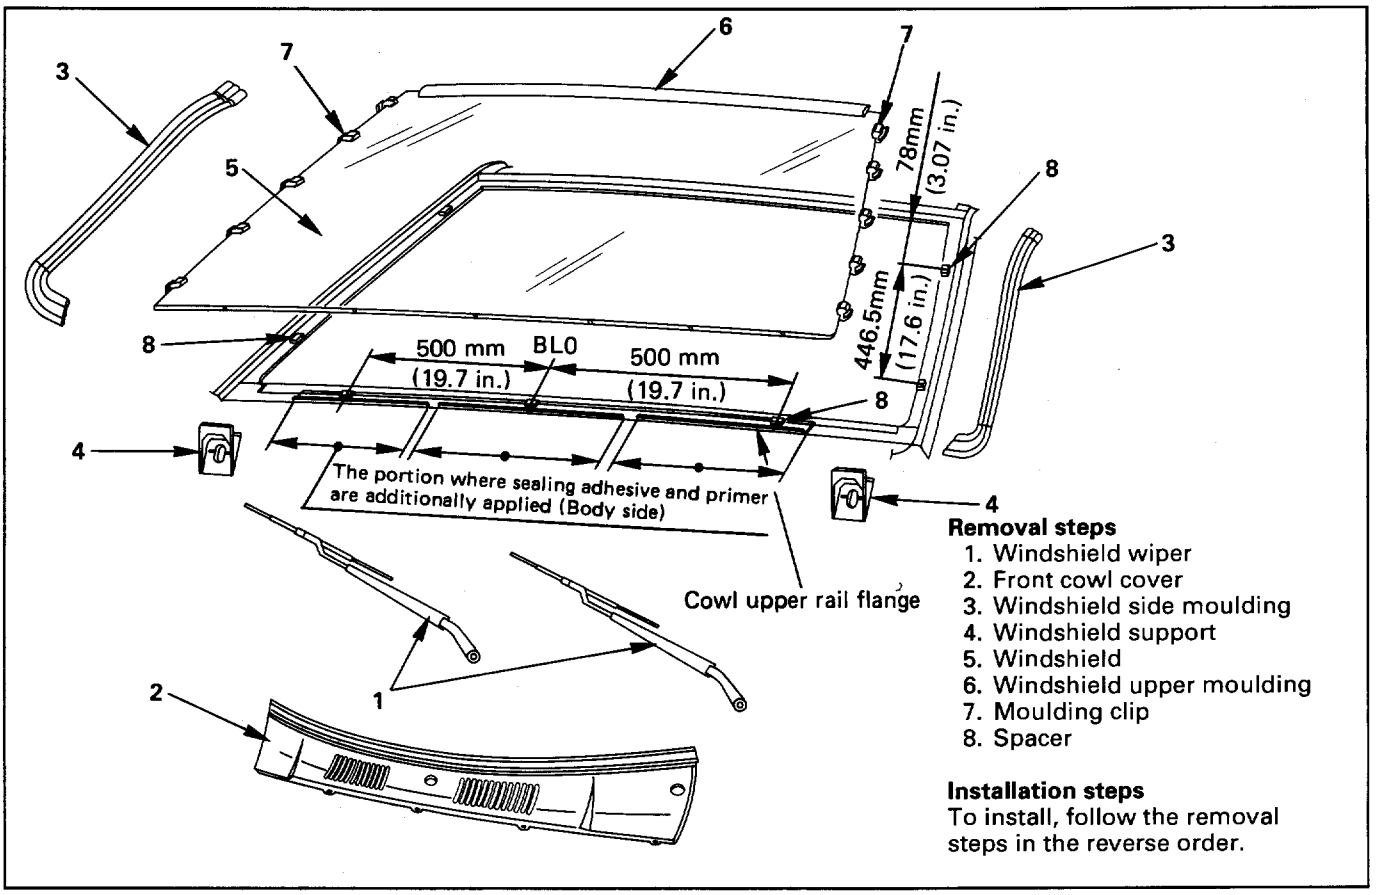
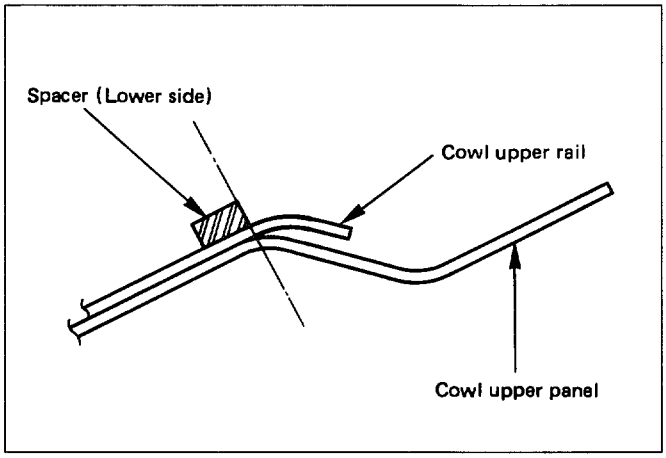

Fig. 10-256
Fig. 10-258
- When installing the spacers, align the lower side spacer to the "R" stop of the body panel and the side spacer to the end of the body panel. Be always sure to use a new spacer (Fig. 10-256, Fig. 10-258).